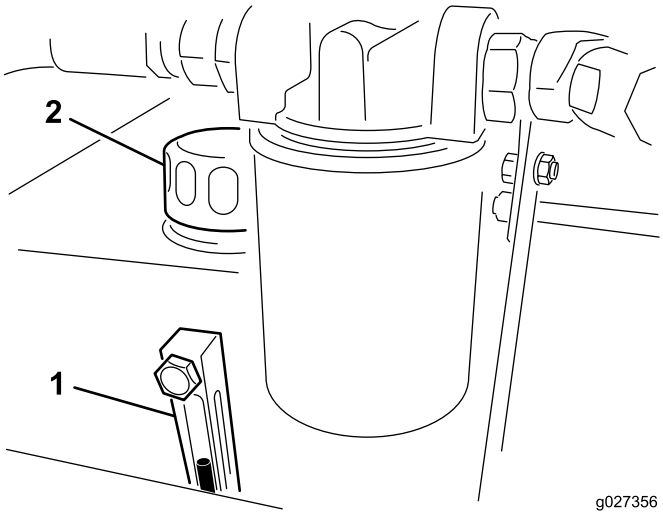

Figuur 6
2. Controleer het vloeistofpeil in het kijkglaasje (Figuur 6). Als de vloeistof tot het midden van het glaasje reikt, is het peil voldoende hoog.